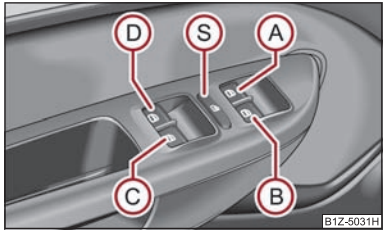

Fig. 32 Touches dans la portière du conducteur
Les touches des vitres se trouvent dans l'accoudoir de la porte du conducteur ⇒ fig. 32, porte côté passager AV et dans les portes AR* ⇒ page 41.
Vous pouvez neutraliser les touches pour les lèvre-vitres dans les portes arrières en appuyant sur la touche de sécurité (S) ⇒ fig. 32. Vous pouvez réactiver les touches pour les lèvre-vitres dans les portes arrières en réappuyant sur la touche de sécurité (S).
- **Si des enfants sont assis sur les sièges arrière, nous vous recommandons de neutraliser les lève-vitres électriques des portières arrière (touche de sécurité) (S) ⇒ fig. 32.**